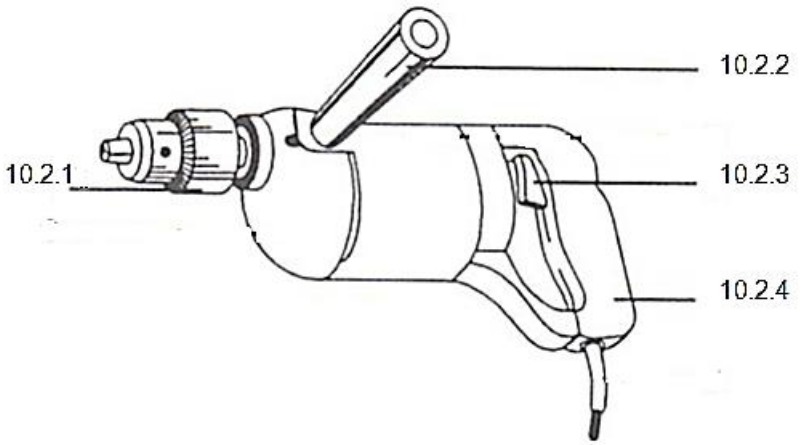

FIGUUR 2 (4)
10.2 FIGUUR 2 hier onder toon 'n draagbare handboormasjien.